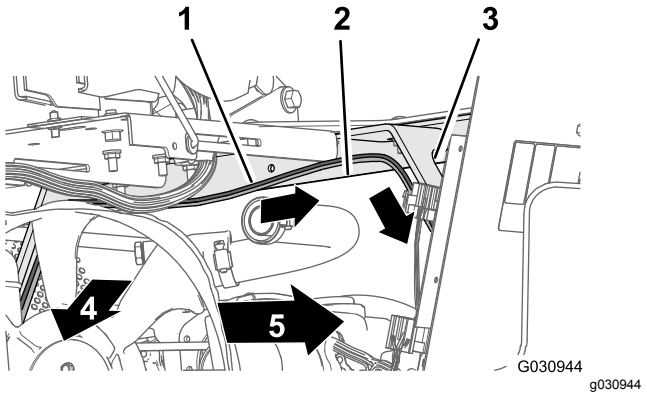

Figur 115
2. Før 108 cm (42½") afgreningen af ledningsnettet på tværs af sædekassens vinkel og ned langs venstre støtte til motorskjoldet (Figur 115).